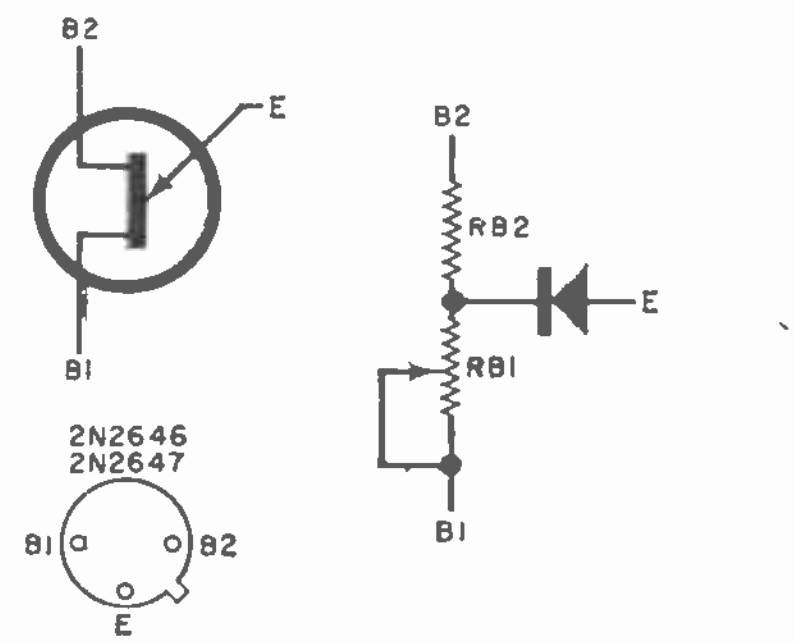
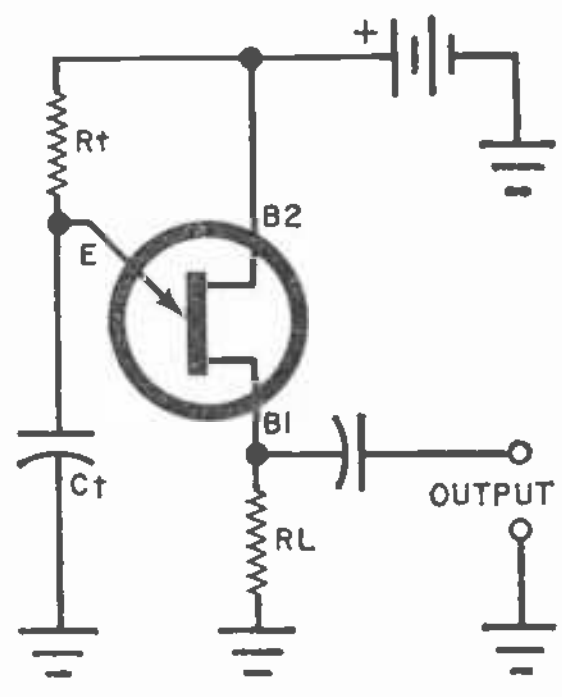

FIGURE 1
FIGURE 2
**How the UJT Works.** The UJT can be represented by a circuit approximation consisting of two resistances in series, with a diode connected at their junction as in Fig. 1. (Also shown in the figure is the accepted schematic symbol and base diagram for the UJT. Note that in both cases the leads are identified as E, B1, and B2 for emitter, base-1, and base-2.) The resistance approximation is a *passive* representation of the UJT. In simple terms, this means that a pair of resistors and a diode connected as shown will *not* operate as a unijunction transistor. The approximation is simply a means by which operation of the UJT can be explained.
**UJT Relaxation Oscillators.** The schematic diagram in Fig. 2, or some variation of it, is probably familiar to most experimenters. It is the one most commonly used circuits for relaxation oscillators by circuit designers.
When the potential across *Ct* reaches the value of peak-point voltage for the particular UJT being used in the circuit, the emitter junction goes suddenly into conduction. Using the UJT approximation shown in Fig. 1, *RB1* promptly drops to a much lower value and *Ct* in Fig. 2 discharges abruptly through load resistor *RL*, producing a spike pulse of voltage across the output terminals.
**When It Doesn't Work.** The operation of a UJT relaxation oscillator involves more than just raising the potential across timing capacitor *Ct* to the firing level. A certain value of current, called the "peak-point emitter current," is required to fire the unijunction transistor. This current must be supplied through timing resistor *Rt* (see Fig. 2). If the current through *Rt* is too low, capacitor *Ct* will charge to a value that is below the peak-point voltage, and operation will cease. The UJT will not fire. This need for sufficient emitter current becomes important when *Rt* must have a large value to operate the UJT at a very low repetition rate.
receivers is shown in Fig. 1. The circuit for a modified full-wave bridge rectifier is shown in Fig. 2. Choose the specific rectifier to have a rated input voltage (rms) slightly higher than the nominal output voltage of the power transformer.